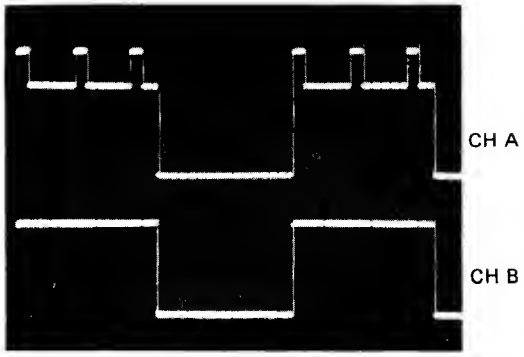

Figure 17. Common-Mode Signals
2. Apply signal similar to unwanted component to channel B INPUT 53. (See figure 17.)